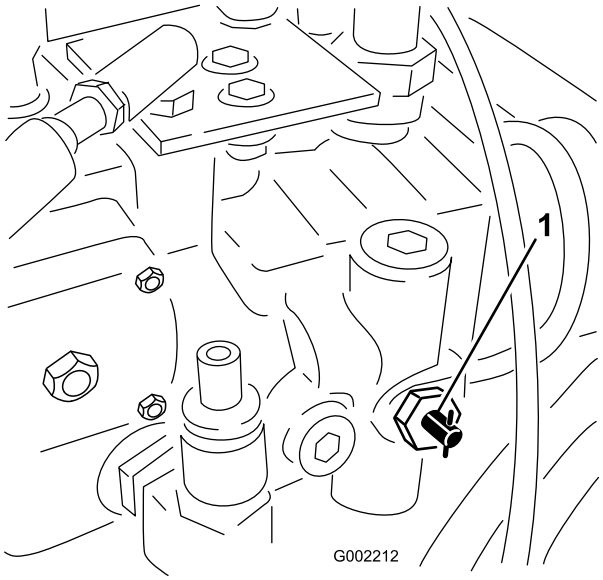

Figur 25
1. Öppna bogserventilen (Figur 25) genom att vrida den 90 grader åt valfritt håll.